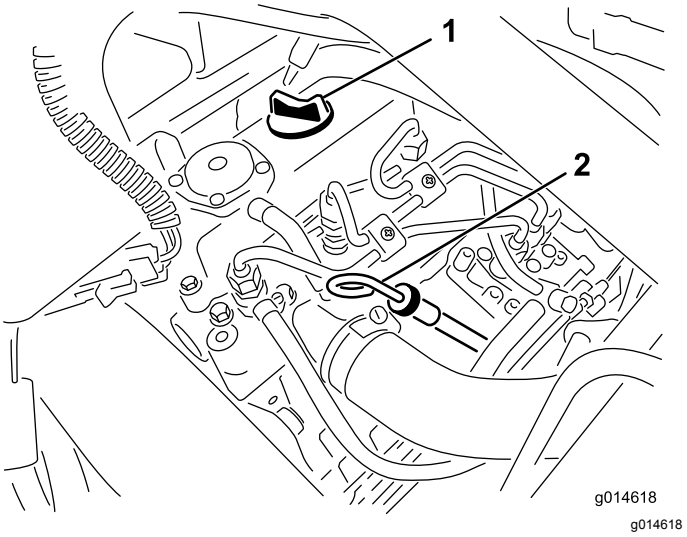

Figur 28
2. Ta ut oljestickan och torka av den med en ren trasa (Figur 28). Sätt ner oljestickan i röret och se till att den sitter fast ordentligt. Avlägsna oljestickan från röret och kontrollera oljenivån. Om oljenivån är låg, tar du av påfyllningslocket från ventilhuset och häller **sakta** på tillräckligt med olja tills nivån når upp till markeringen ”Full” på oljestickan. Fyll sakta på oljan och kontrollera nivån med jämna mellanrum under tiden. **Fyll inte på för mycket.**